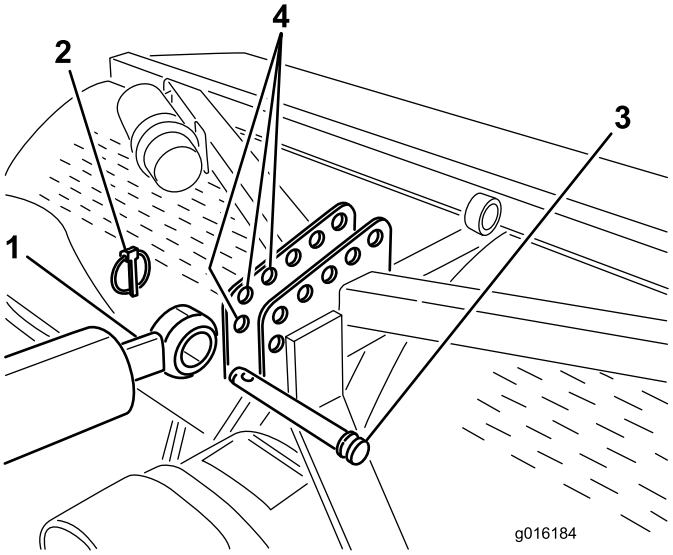
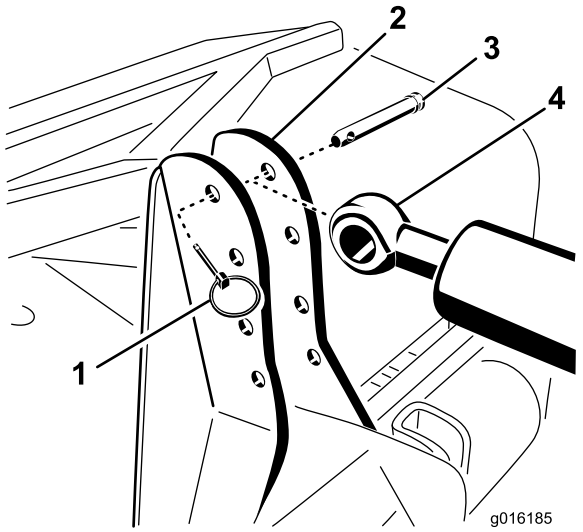
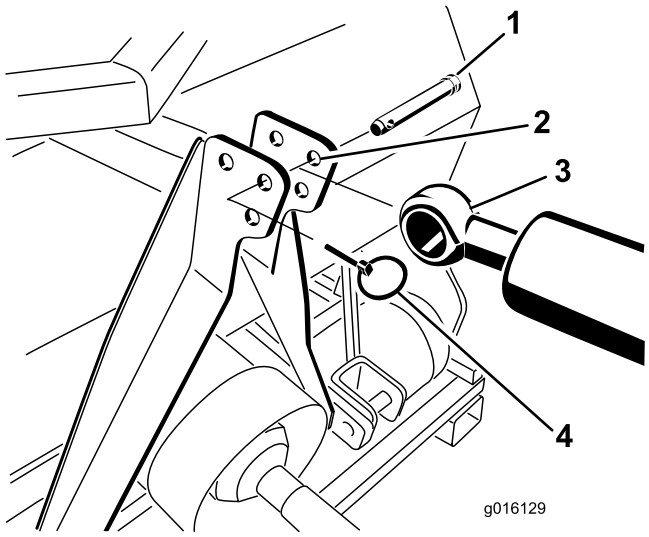

Figur 6
Figur 7
Figur 8
7. Fest stangenden på det hydrauliske toppleddet til hullet som sitter lengst framme i luftemaskinbraketten med festetapp og ringstift (Figur 6, Figur 7 eller Figur 8).